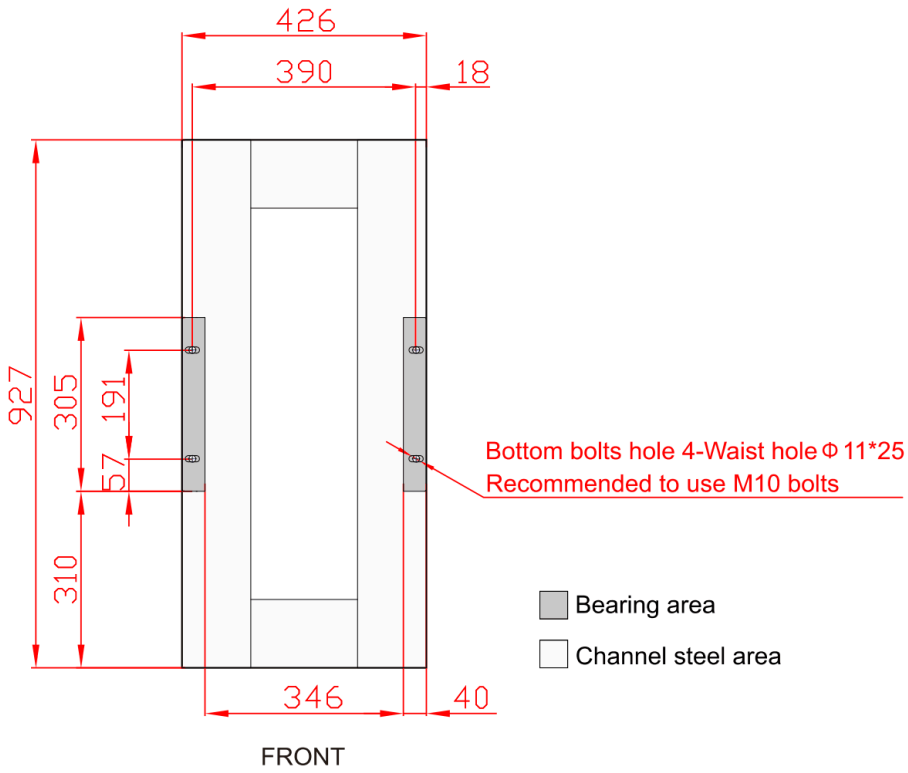

FIGURE 3-11 Recommended installation size for channel steel (unit: mm)
- If the UPS is installed on a steel channel frame, drill four Φ14 mm holes in the channel according to Figure 3-11 and continue with Step 4.